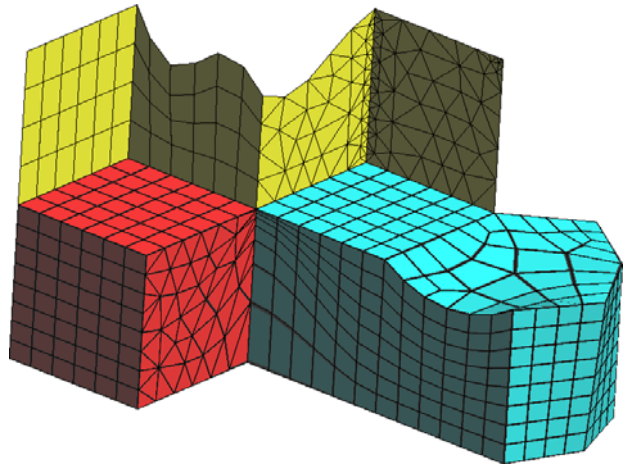

Figure 15. Unstructured size assigned in a point and a line.
24. Another window appears in which the maximum element size should be entered. Leave the default value unaltered. The result is the mesh shown in Figure 15.